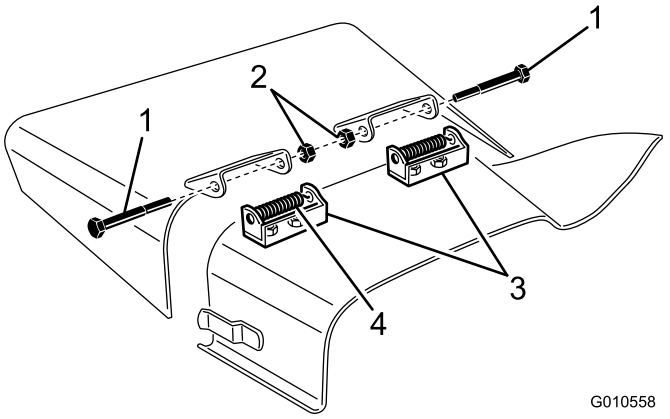

Figura 27
2. Togliete i 2 bulloni, i dati di bloccaggio e le molle che fissano i supporti del deflettore alle staffe orientabili (Figura 27).
3. Per rimuovere le staffe orientabili, togliete i bulloni a testa tonda e i dadi (Figura 27).